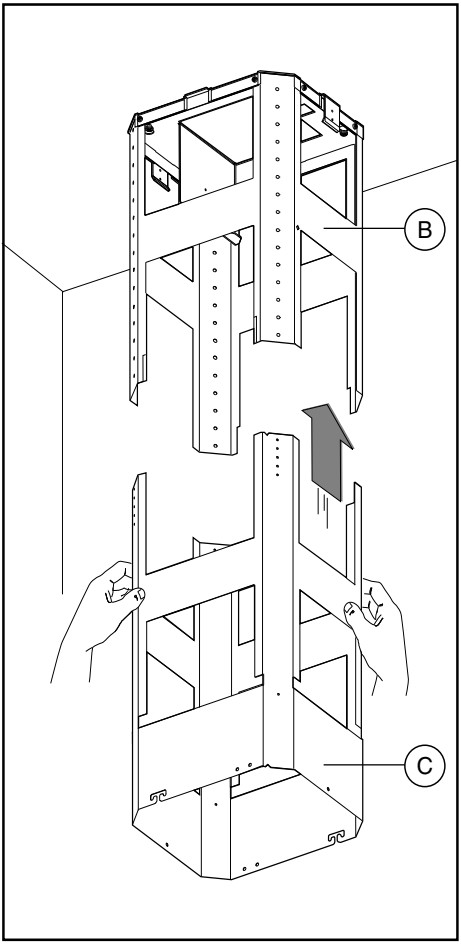

Fig.5
- Tag den nederste del af den teleskopisk formet struktur **C** og indfør den i den øverste del **B** (fig.5)